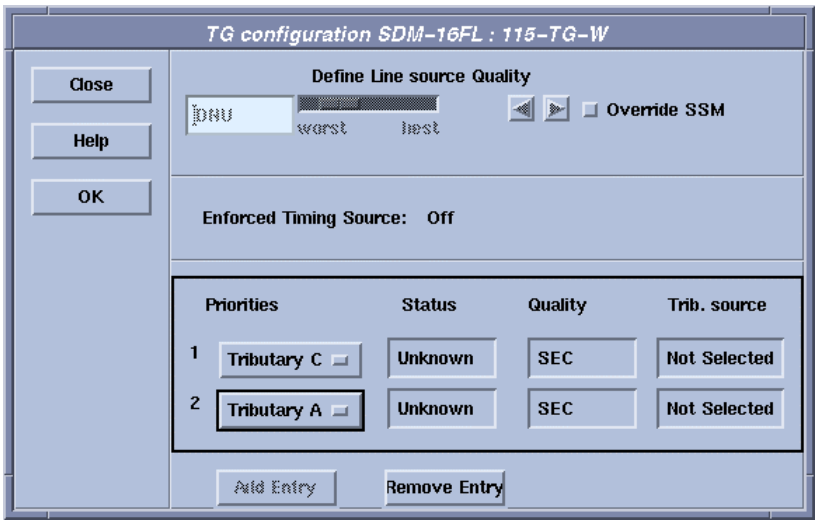

Figure 9-3. Configuring a TG
4. If the TG Configuration window is opened (Figure 9-3), the **Enforced Timing Source** field displays ON.